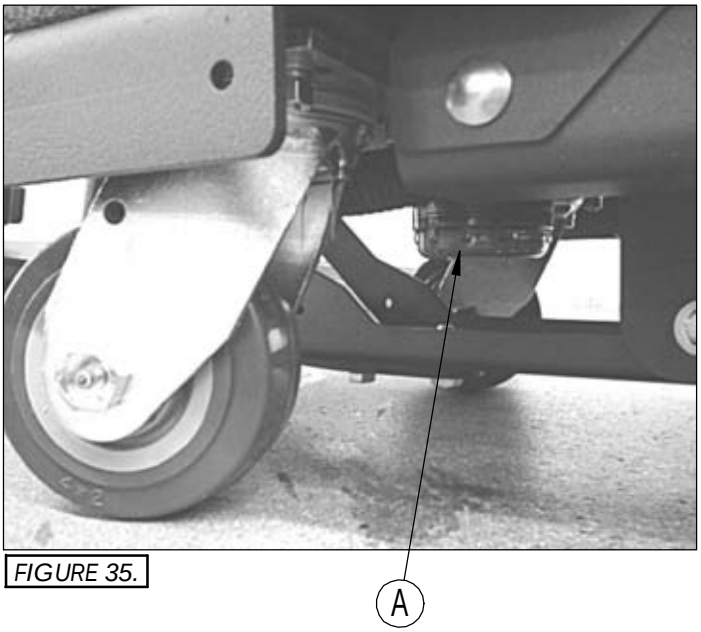

FIGURE 35.
1. THE SOLUTION SYSTEM HAS A *"INLINE FILTER"* (A) TO FILTER OUT CLEANING SOLUTION PRIOR TO SCRUBBING. *(SEE FIGURE 35.)*